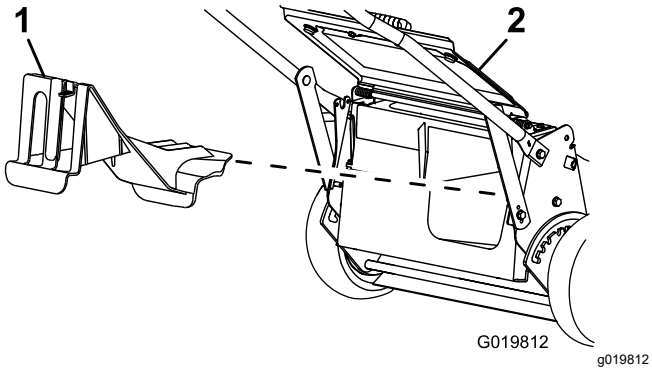

Figura 17
- Si el tapón de descarga trasero no está instalado, sujételo por el asa, eleve el deflector trasero e introdúzcalo en el conducto de descarga trasera hasta que el enganche encaje en su sitio; consulte Figura 17.